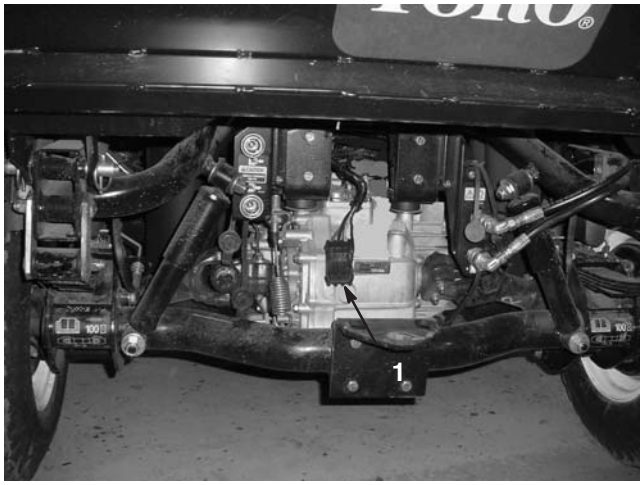

Figura 6
6. Inserite il cablaggio a tergo della macchina, come illustrato nella figura 6.